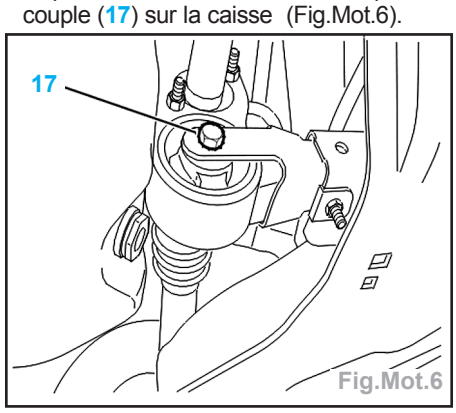

Fig.Mot.6
- Déposer la vis de fixation de la chape anti-couple (17) sur la caisse (Fig.Mot.6).